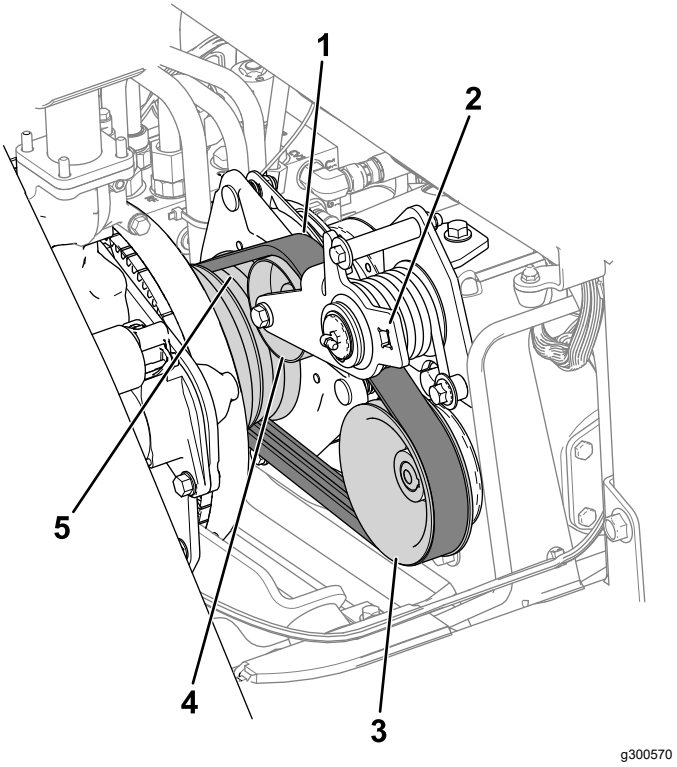

**Bild 74**
3. Führen Sie den Riemen über die Motorriemenscheibe, die Spannscheibe und der Riemenscheibe der Pumpe (Bild 74).